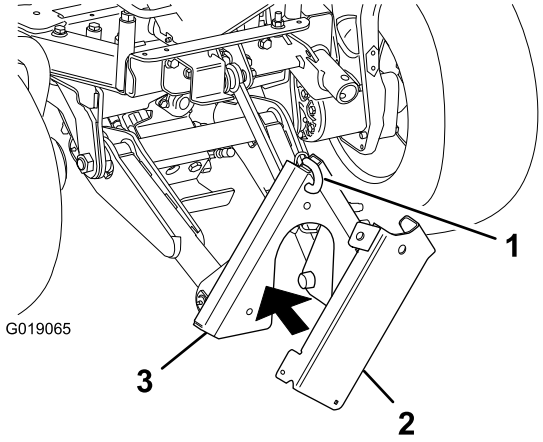

Figure 2
2. Pull out the pin at the top of the front attach bracket (Figure 2).
3. Hold the jack storage bracket against the front attach bracket, and secure the jack storage bracket to the front-attach bracket with the pin (Figure 2).